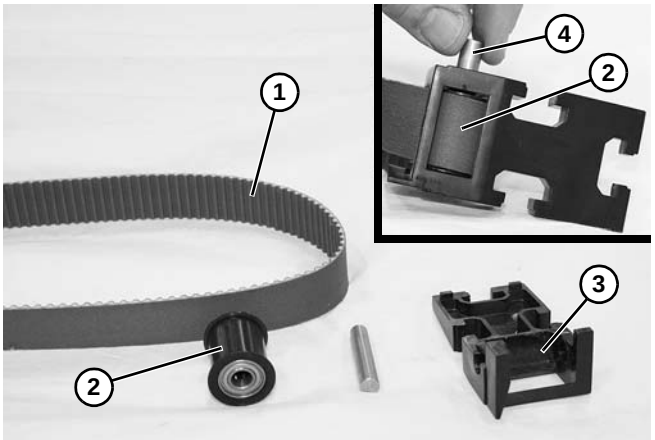

Figure 5
1. Loop belt **(Figure 5, item 1)** around roller assembly **(Figure 5, item 2)**. Insert roller assembly into end cap **(Figure 5, item 3)**. Insert roller pin **(Figure 5, item 4)** into roller assembly.